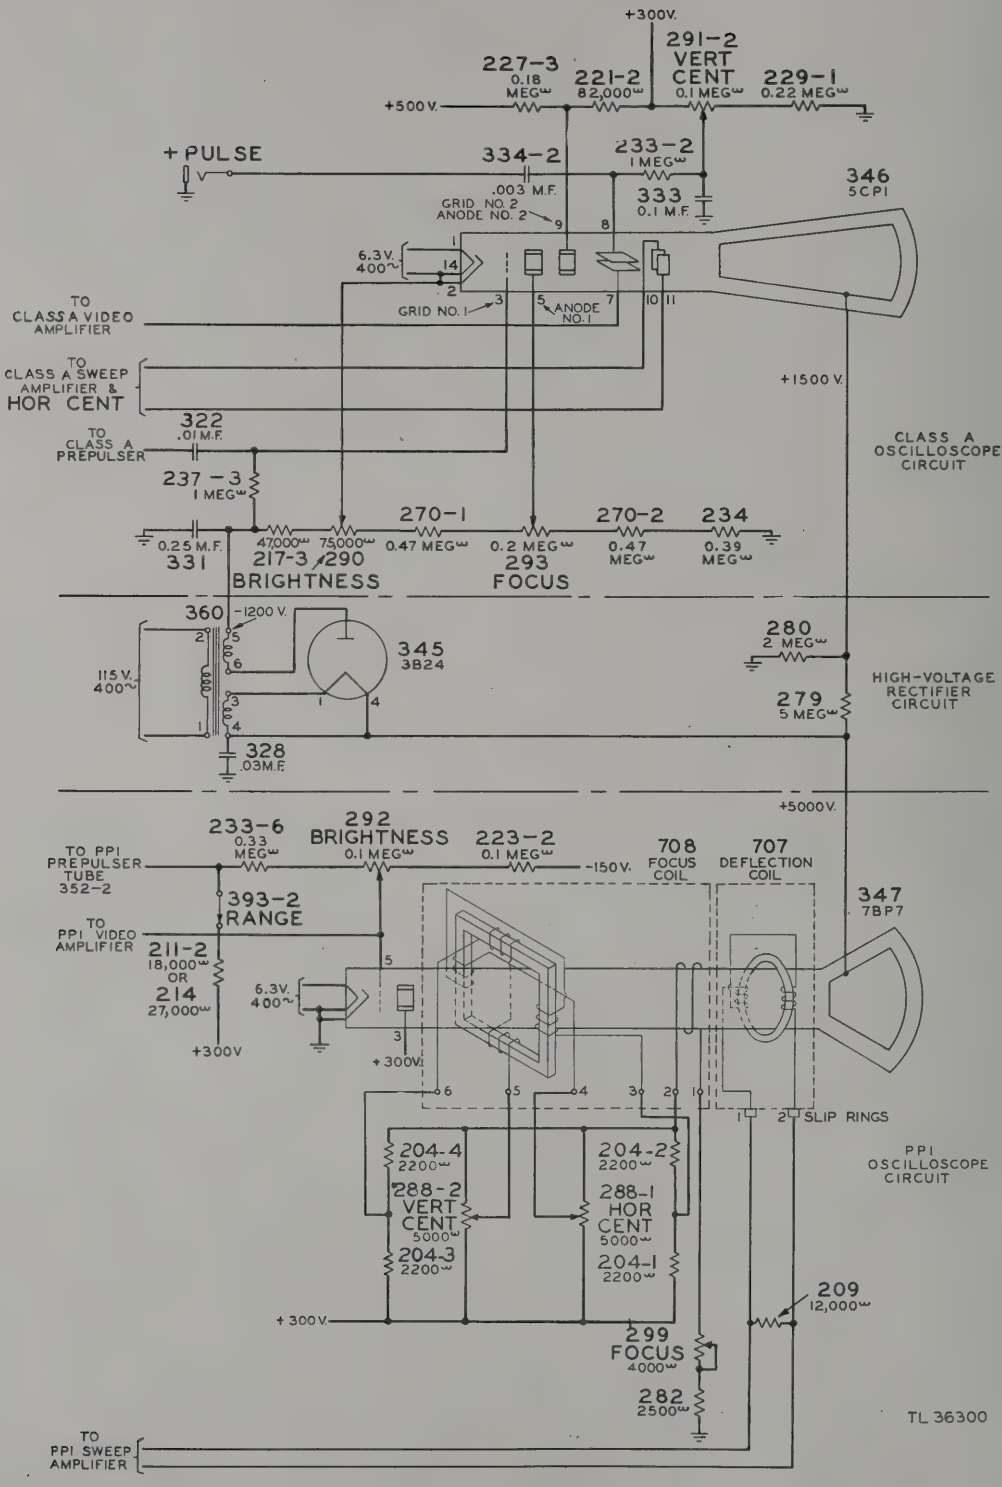

Figure 47. Class A and PPI oscilloscope circuits, simplified block diagram.
a. The PPI oscilloscope (fig. 47) is of the magnetic type. The centering and focusing of the electron beam is controlled by three coils in the tube mounting. Potentiometer 288-1 adjusts the voltage on the horizontal centering coil, potentiometer 288-2 controls the voltage on the vertical centering coil, and potentiometer 299 controls the voltage on the focusing coil. The intensity is controlled by potentiom-
b. The Class A oscilloscope (fig. 47) is of the electrostatic type. Potentiometer 291-2 controls the potential of the vertical centering plates, potentiometer 293 (mounted on the Class A insulator assembly, figure 104) controls the focusing of the electron beam, and potentiometer 290 (mounted on Class A insulator assembly) controls the intensity of the electron beam. The horizontal centering is adjusted by potentiometer 287 which controls the grid bias of sweep amplifier tube 352-6. The accelerator is supplied with +1,500 volts by the same rectifier in the indicator unit which supplies +5,000 volts for the PPI tube. The signals are applied to deflecting plates which move the beam vertically.